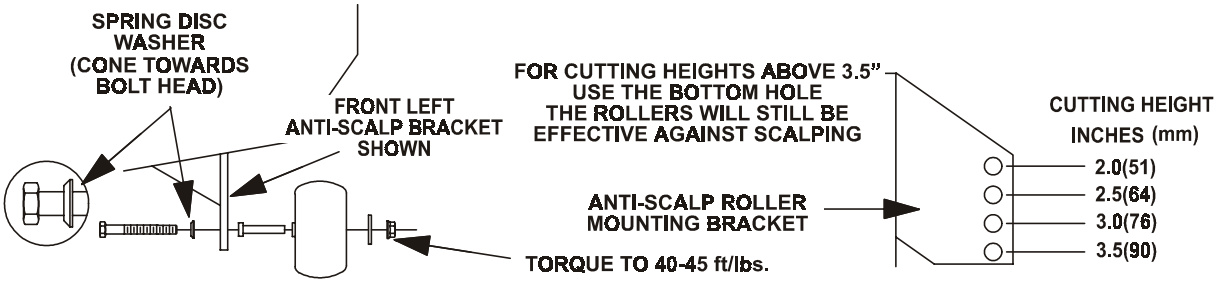

FIG. 7
g) Adjust anti-scalp rollers for Normal Operating Conditions. Stop engine and remove key. Place rollers in one of the positions shown in Fig. 7. Rollers will maintain 3/4 in. (19 mm) clearance to the ground to minimize gouging and roller wear or damage. **For Maximum Flotation,** place rollers one hole position lower. Rollers should maintain 1/4 in. (6.4 mm) minimum clearance to ground. ***Do Not*** adjust rollers to support the deck. Be sure *bolt is tightened properly* or loss of anti-scalp roller may result.